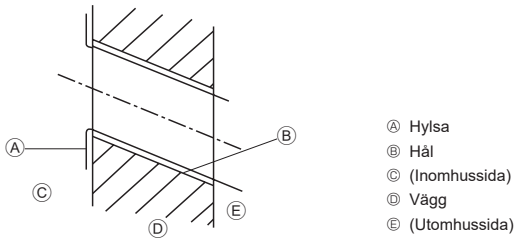

Fig. 3-3
3.2.2. Borrning av rörledningshål (Fig. 3-3)